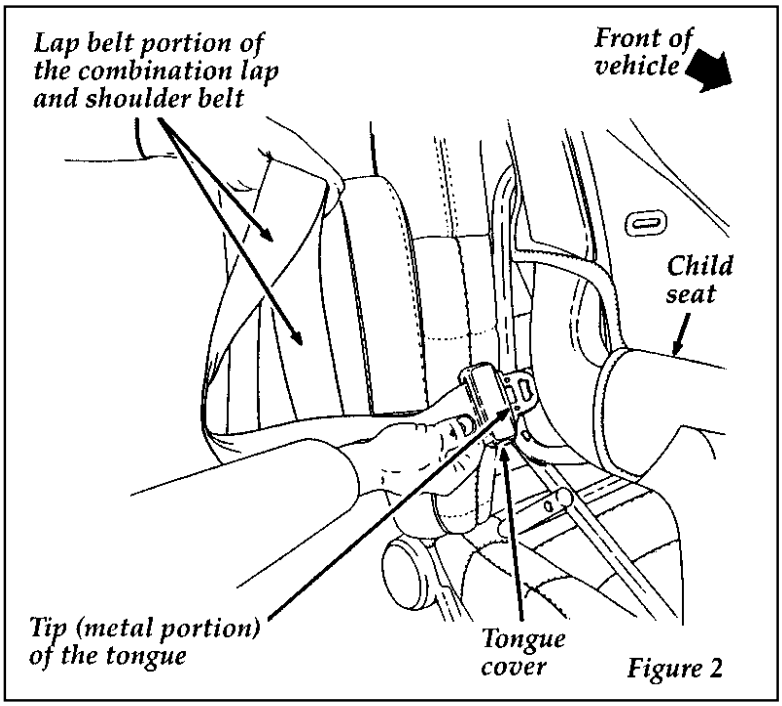

Figure 2
3. While holding the shoulder and lap belt portions together, route the tongue through the child seat according to the child seat manufacturer's instructions. See Figure 2. Be sure that the belt webbing is not twisted.
4. While holding the shoulder and lap belt portions together, route the tongue and webbing through the child seat according to the child seat manufacturer's instructions. See Figure 2. Be sure that the belt webbing is not twisted.